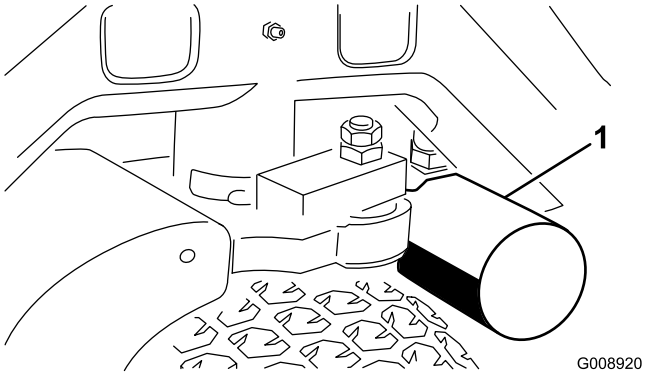
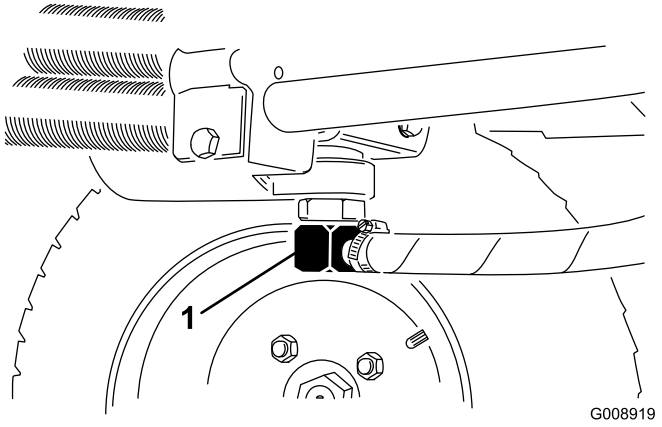

**Figur 56**
**Figur 57**
3. Rengör runt området där filtret ska monteras. Placera ett avtappningskärl under filtret (Figur 56) och avlägsna filtret.
2. Lossa hydraulledningen (Figur 57) eller avlägsna hydraulfiltret (Figur 56) och låt hydrauloljan rinna ned i ett uppsamlingstråg. Sätt tillbaka hydraulledningen när hydrauloljan har slutat att droppa.